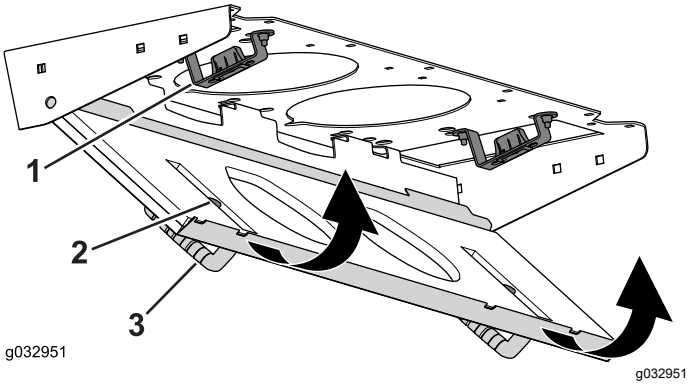

Figur 117
4. Vrid filterenheten runt flikarna tills spärren låser fast i spärrenheten (Figur 117).